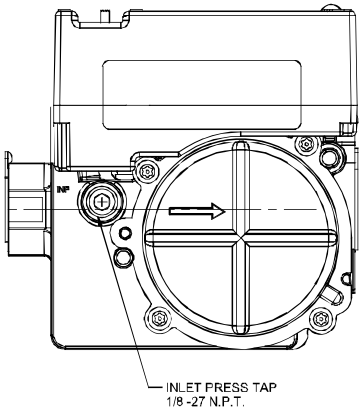

Figure 63C
2. Connect a calibrated manometer (or appropriate gas pressure gauge) at either the gas valve inlet pressure tap or the gas piping drip leg. See White-Rodgers 36J27 gas valve (Figure 63C) to locate the inlet pressure tap.